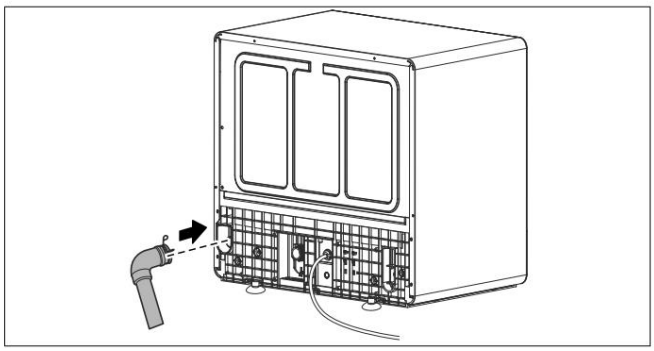

Rys. 13 – Przyłącze do odpływu wody
Włóż wąż spustowy wody wraz z przyłączem (10) do tylnej części urządzenia i zabezpiecz go zaciskiem (patrz rys. 13).